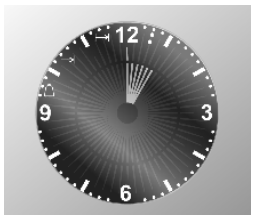

Fig. 4
- agire sui tasti – / - per impostare la **durata di cottura**, ad ogni pressione del tasto – si aggiungerà **un minuto** di cottura ed ogni **dodici minuti** si illuminerà **un segmento interno** (**Fig. 4**). Dopo **7 secondi** il programma di cottura parte e si accende il simbolo ⊢→|.
- agire sui tasti – / - per impostare la **durata di cottura**, ad ogni pressione del tasto – si aggiungerà **un minuto** di cottura ed ogni **dodici minuti** si illuminerà **un segmento interno** (**Fig. 4**);